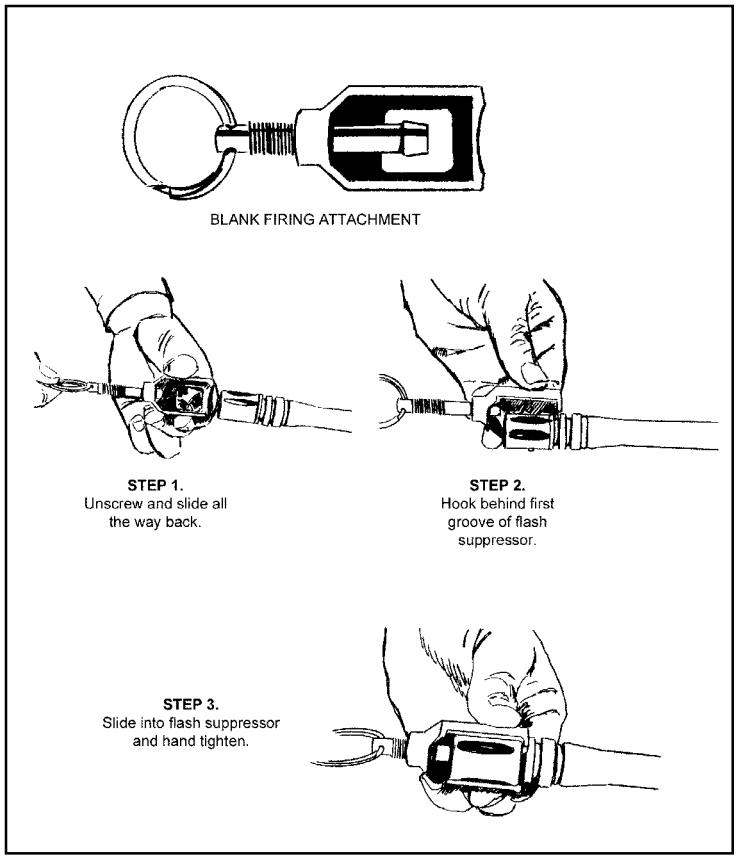

Figure 1-7. M249 blank firing attachment.
a. **Installation**. The BFA is attached to the M249 machine gun by using the three steps shown in (Figure 1-7).